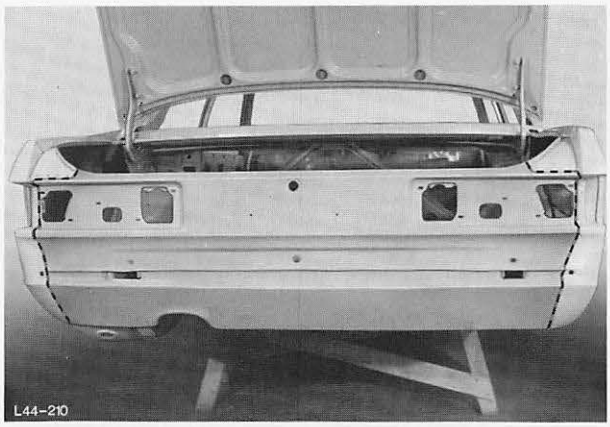

Abb. 225 Trennlinie für Rückwandblech mit Schürze
9. Rückwandblech austrennen, Abb. 225/226.